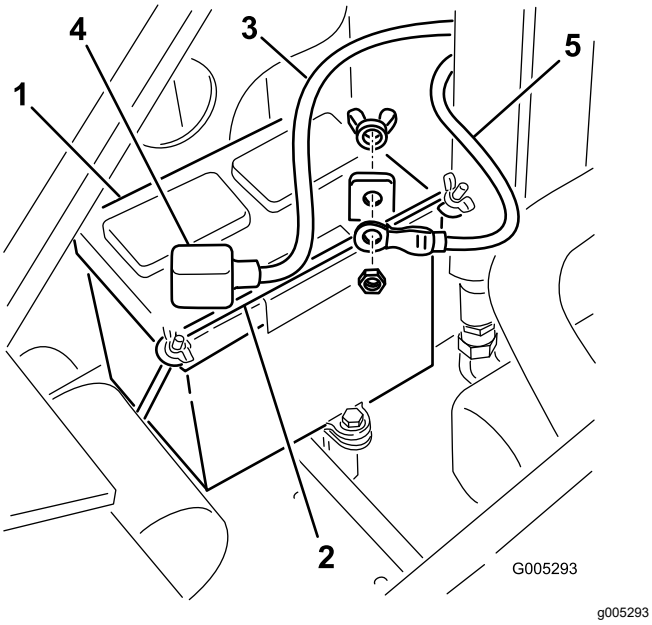

**Figuur 33**
4. Verwijder de vleugelmoeren en de stang waarmee de accu wordt bevestigd (Figuur 33).
5. Maak de minkabel (zwart) los van de accupool (Figuur 33). Bewaar de bevestigingsmiddelen.
7. Maak de pluskabel (rood) los van de accupool (Figuur 33). Bewaar de bevestigingsmiddelen.